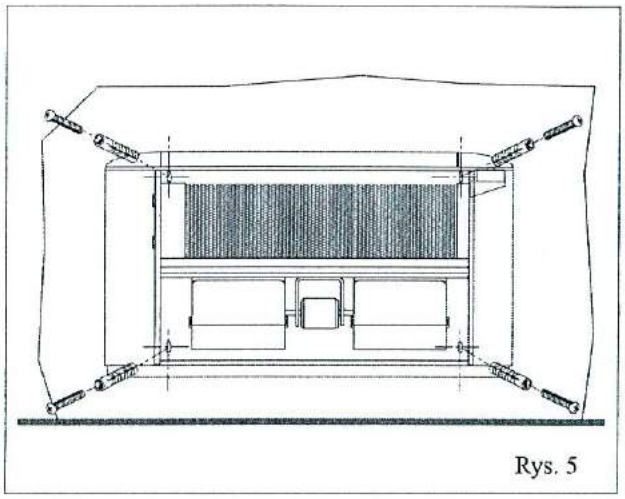

Rys. 5
- Użyć kołków rozporowych (nie dostarczone), aby zapewnić odpowiednie trzymanie, rys. 5 i 6.